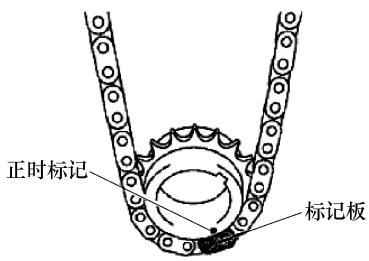

图 1-9　1 号链条橙色标记板与曲轴正时链轮对正
② 如图 1-9 所示，将 1 号链条的橙色标记板与曲轴正时链轮的正时标记对准，并将链条接合到链轮上。